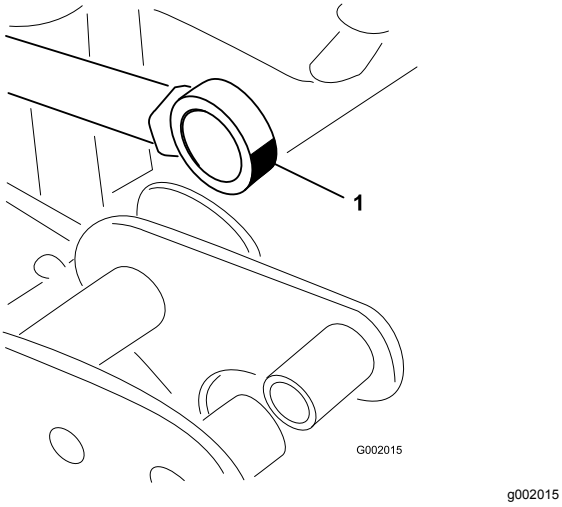

図 65
5. アクチュエータロッドのベアリング端部を動かしながらベアリング内部にグリスを注入する図 65。